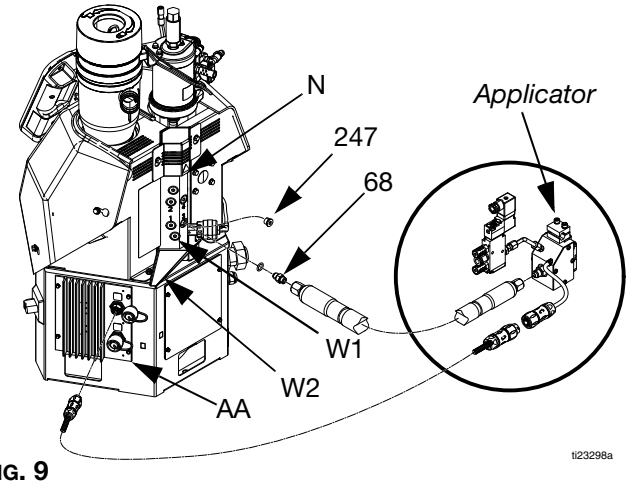

**FIG. 9**
6. Install heated hoses, see FIG. 9:
a. Place a rag on the drain tray (W2) attached to the melter. Residual oil may be in the system from the factory. See FIG. 9.
b. Use a 1/4 in. allen wrench to remove the drain port plug (W1). See FIG. 9.
c. When fluid stops draining, re-install drain port plug (W1) then remove rag. See FIG. 9.
d. Remove plug (247) from the lowest numbered outlet on the melter. Do not use the drain plug (W1). See FIG. 9.
In the following step, the o-ring side of the hydraulic fitting (68) faces the system. See FIG. 9.
e. Install the supplied hydraulic fitting (68) with an o-ring into the open port and tighten with an 11/16 in. wrench or socket.
f. Install hose onto hydraulic fitting (68) with male electrical connector side toward the system. Use 11/16 in. wrench to tighten hose onto hydraulic fitting (68).
g. Locate MZLP (AA) connector marked with same number as the hose fluid outlet port. Remove that connector cover then install connector from heated hose. See FIG. 9.
7. Install applicator(s), see FIG. 9:
a. Connect heated hose fluid outlet to applicator fluid inlet. Use 11/16 in. wrench to tighten. See FIG. 9.
b. *For Graco applicators,* attach applicator electrical connector to heated hose electrical connector. See FIG. 9.